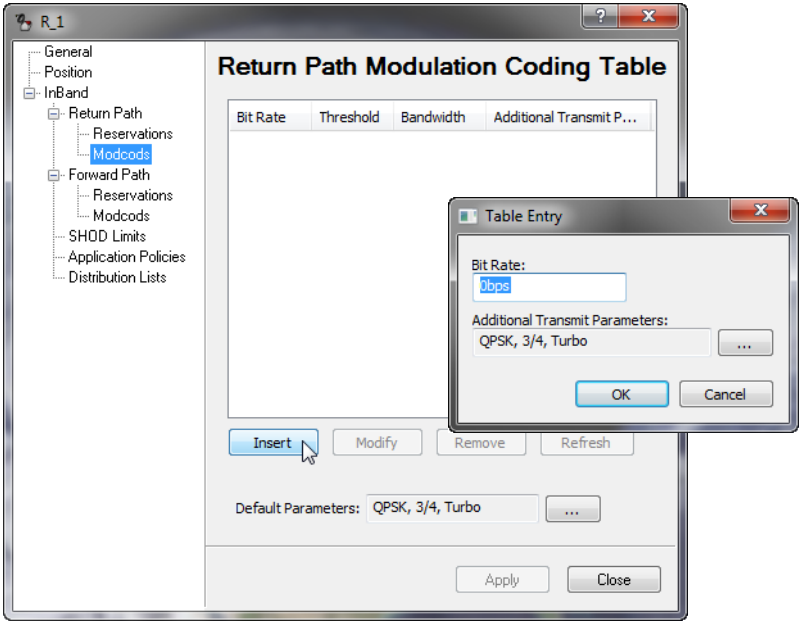

Figure 3-80 Advanced Switching dialog
1. Open the Properties dialog for the Remote site and select **ModCods** from the tree menu (figure 3-80).